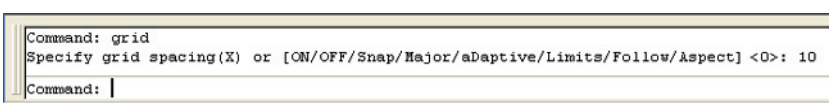

Fig. 1.21 Setting **Grid** to **10**
1. In the command palette *enter* (type) **grid** followed by a *right-click* (or by pressing the **Enter** key). Then *enter* **10** in response to the prompt which appears, followed by a *right-click* (Fig. 1.21).